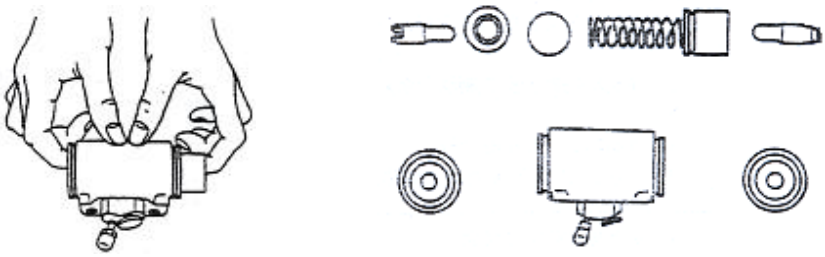

Figure 2-17
(7) Disassemle the brake cylinder: Remove the dust-proof ring. Press on one end of the piston to push out the other end and then press down the headed out end of piston with fingers. See figure 2-17